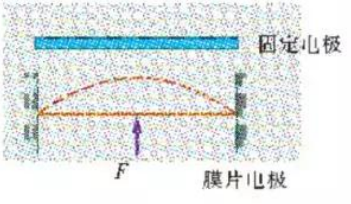

图 5-30
2. 图 5-30 是一种测定压力的电容式传感器。当待测压力 F 作用于可动膜片电极上时，可使膜片产生形变，引起电容的变化。如果将这个电容式传感器、灵敏电流计和电源串接成闭合电路，那么